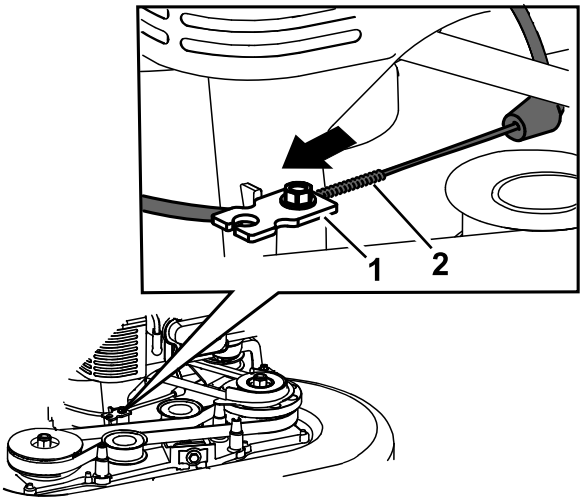

**Figure 44**
6. Tirez sur la gaine du câble jusqu'à ce qu'il n'y ait plus de mou (Figure 44).